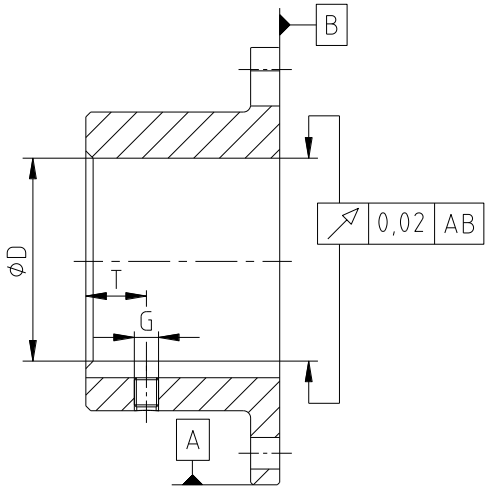

Fig. 3 : Concentricité et perpendicularité
- Si le client se charge de l'alésage du moyeu à flasque, il faut qu'il respecte précisément concentricité et perpendicularité (voir fig. 3).